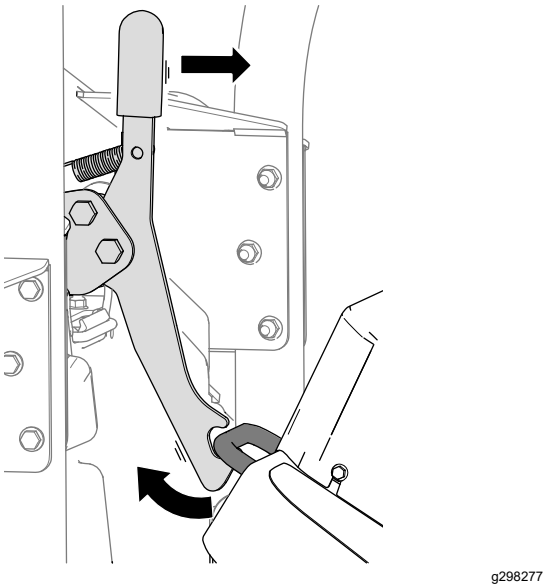

Figure 41
1. Dégagez le verrou de l'unité de coupe de l'anneau d'arrimage (Figure 41) en faisant pivoter légèrement l'unité de coupe vers l'avant (voir Figure 39) et en tirant la poignée de verrouillage vers l'avant.